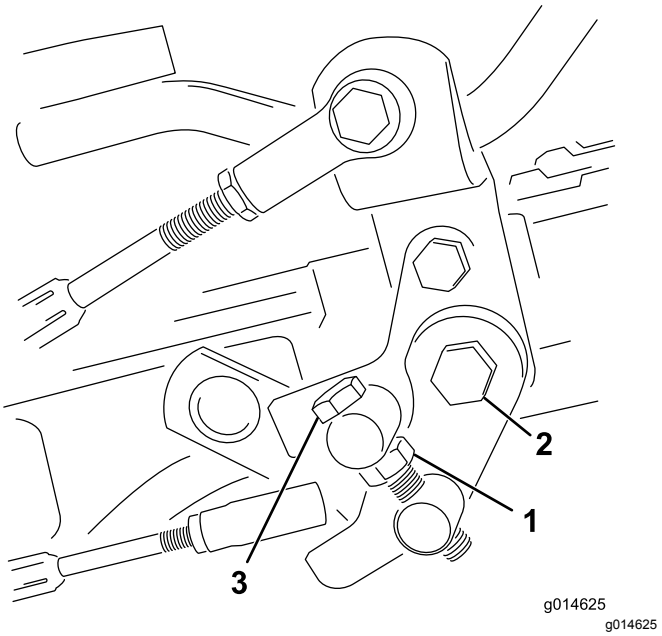

Figur 36
1. Lossa kontramuttern på justeringsbulten (Figur 36).
4. Dra åt kontramuttern på justeringsbulten och muttern på pedaltappen för att låsa justeringen (Figur 36). Kontrollera justeringen och ändra vid behov.